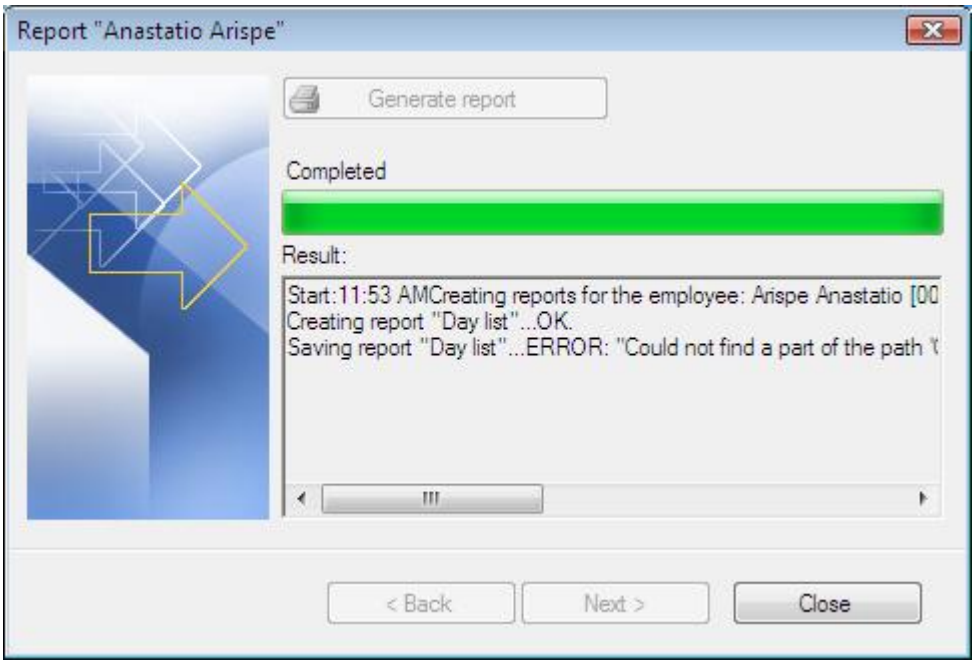

Figure 27. *Report generation progress window*
Step 4. Displaying a progress window for the process of generating reports (Figure 27). After generation, the summary message is displayed.